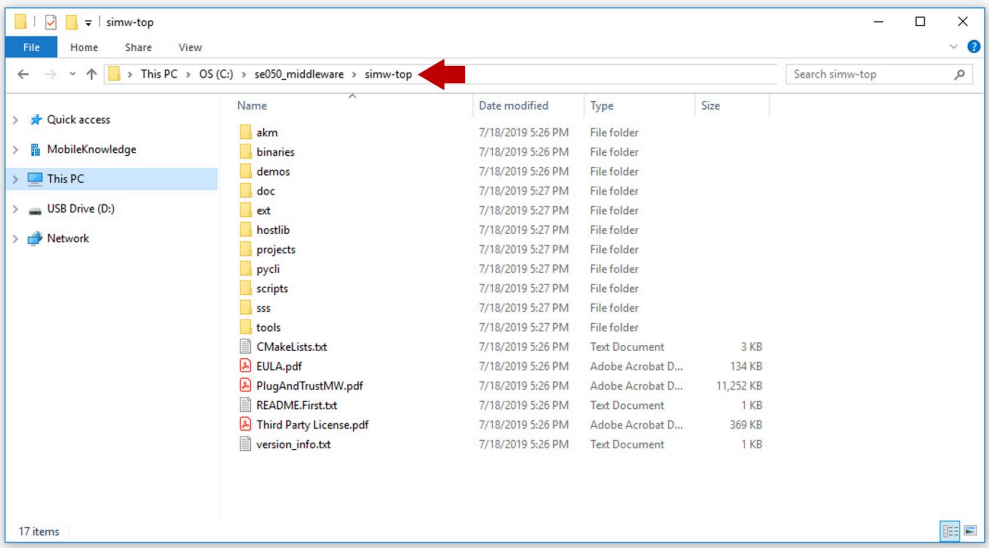

Figure 54. Unzip se050 middleware
3. Unzip the EdgeLock SE05x Plug & Trust Middleware inside the *se050_middleware* folder. After unzipping, you will see a folder called ***simw-top*** created. The contents of the ***simw-top*** directory should look as shown in Figure 54: